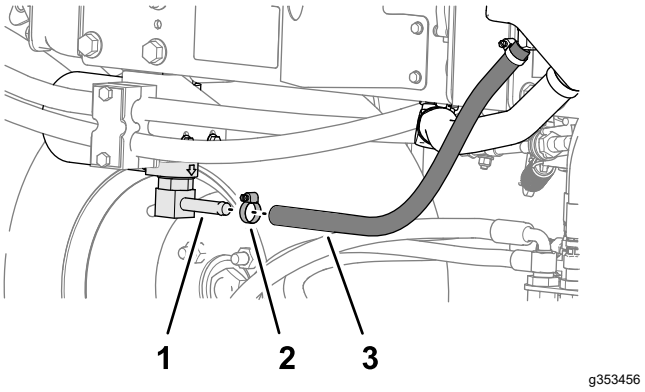
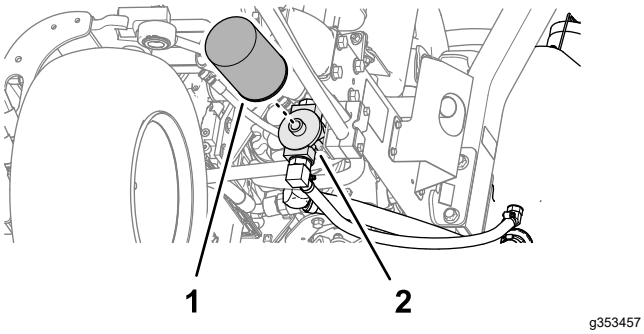

Rysunek 89
Rysunek 90
2. Odłącz przewód hydrauliczny (Rysunek 89) albo zdemontuj filtr oleju hydraulicznego (Rysunek 90) i spuść olej z układu do podstawionej wanienki.